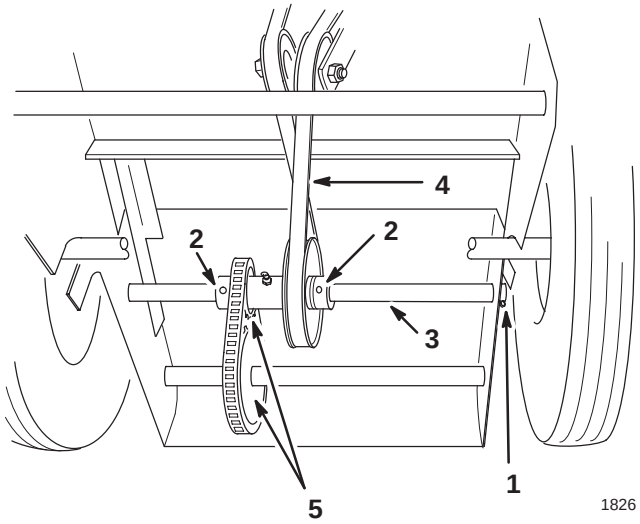

Bild 29
14. Entfernen Sie den Splint aus dem Ende der Fahrantriebswelle, lockern die Maschinenschrauben in beiden Kränzen und klopfen die Welle weit genug nach links, um den neuen Riemen anbringen zu können (Bild 29).
15. Legen Sie den Treibriemen um die Riemenscheibe an der Antriebswelle (Bild 29).
Wichtig Der Riemen muss wie in Bild 29 dargestellt montiert werden, sonst läuft der Fahrantrieb rückwärts.
16. Bringen Sie die Welle wieder in ihre ursprüngliche Stellung zurück und sichern die Kränze mit den Maschinenschrauben und die Welle mit dem Splint (Bild 29) ab.
17. Stellen Sie sicher, dass die Zahnräder einwandfrei ausgefluchtet sind (Bild 29).